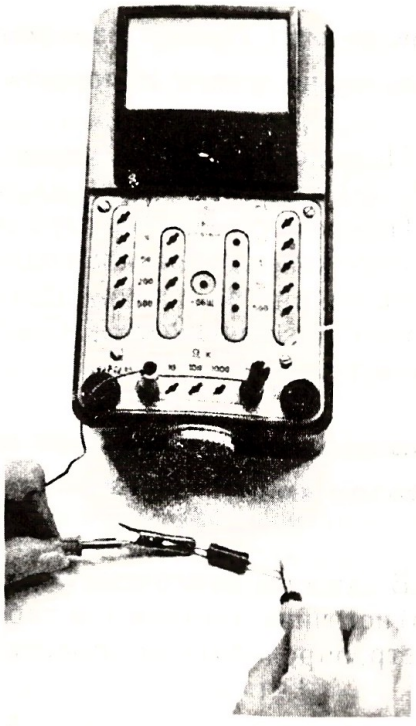

Рис. 3
Используйте авометр как омметр для измерения сопротивления проводников (рис. 3).
7. Включите щупы в нужные гнезда: один — в «Общ», другой — в гнездо выбранного множителя. Вторые концы присоедините к резистору (рис. 3) и определите его сопротивление: оно равно показанию стрелки на шкале, умноженному на множитель используемого гнезда.